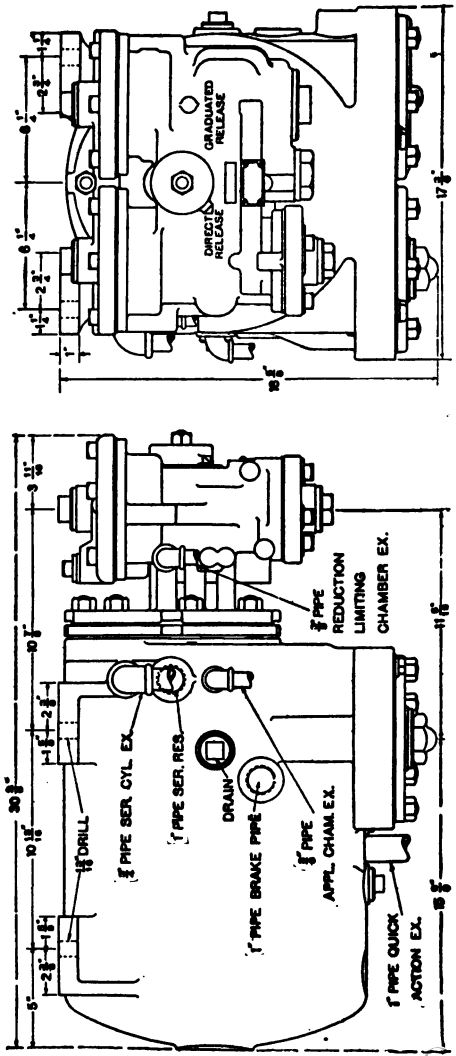

FIG. 123. No. 3-E CONTROL VALVE, OUTLINE.
Q. What is shown in Figs. 123 and 124?